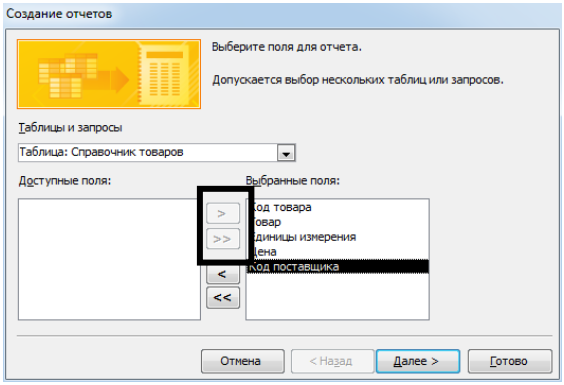

Рис. 5.1. Выбор полей
2. В разделе *Таблицы и запросы* выбирается таблица *Справочник товаров*, и из раздела *Доступные поля* в раздел *Выбранные поля* перемещаются все поля таблицы (рис. 5.1).